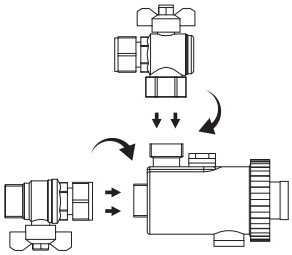

Figura 3
2. Montar lvas válvulas de paso previstas en las conexiones de entrada y salida del cuerpo (Figura 3).